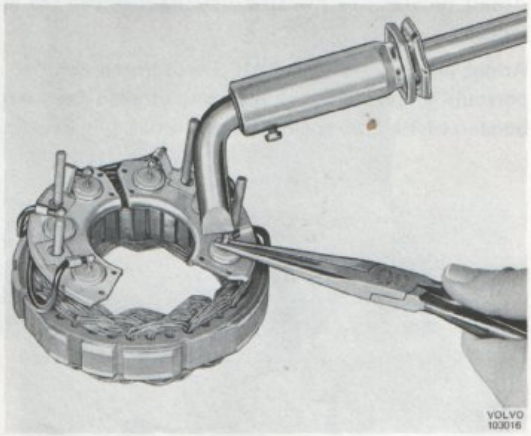

Bild 38. Fastlödning av diod
3. Löd fast dioderna, bild 38.